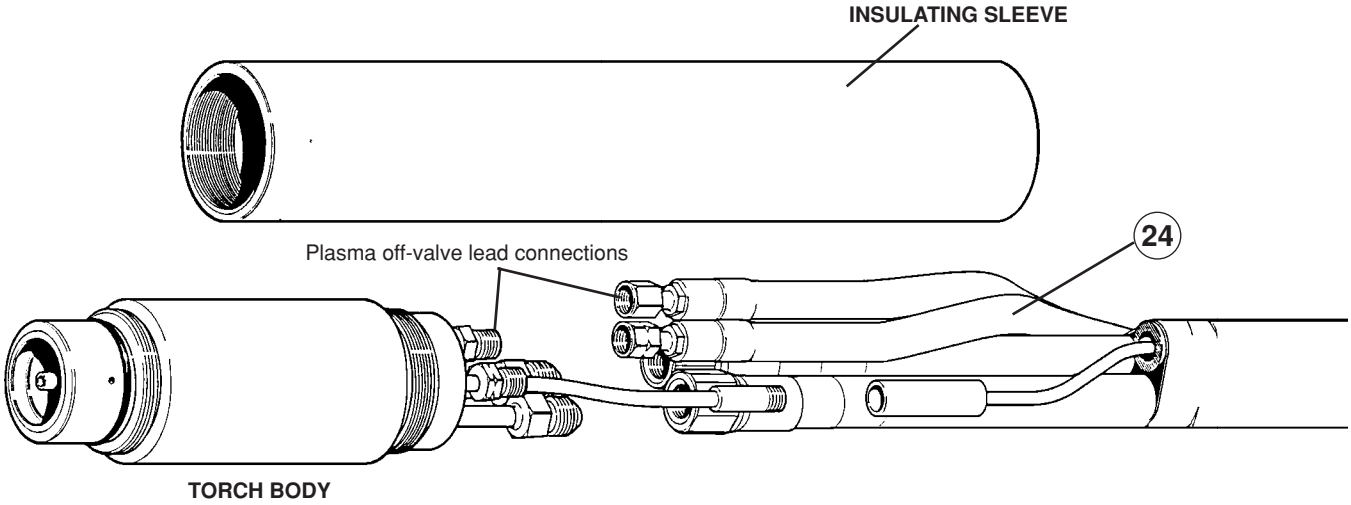

Figure 4-16 Motor Valve Console to Torch Connections
2. Connect one end of the plasma off-valve lead to the remaining lead fitting of the torch. Use 7/16" open-end wrenches to tighten this connection (Fig. 4-16).
5. Make plasma-off cable and plasma lead connections at the motor valve console (Fig. 4-16).